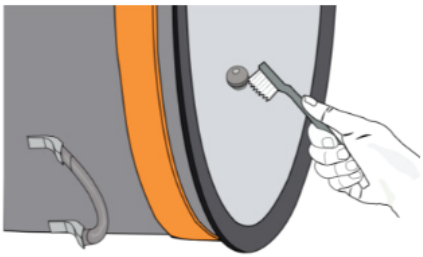

Fig. 5 COMO LIMPIAR EL TANQUE
- Remueva las aletas del tanque localizadas dentro del mismo tanque. Con una mano, sostenga firmemente el tanque y estire hacia arriba las aletas para removerlas de los pernos (Ver fig. 5)